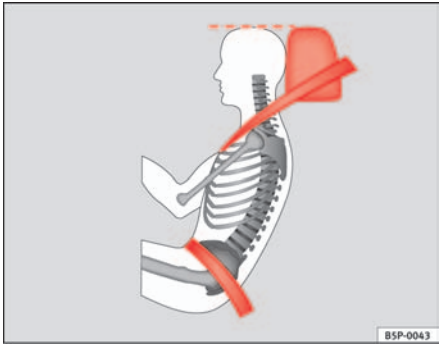

Fig. 14 Correct belt web and head restraint positions, viewed from side
- **The lap part of the seat belt must lie across the pelvis, never across the stomach. The seat belt must lie flat and snugly on the pelvis ⇒ page 25, fig. 14. Pull the belt tight if necessary to take up any slack.**